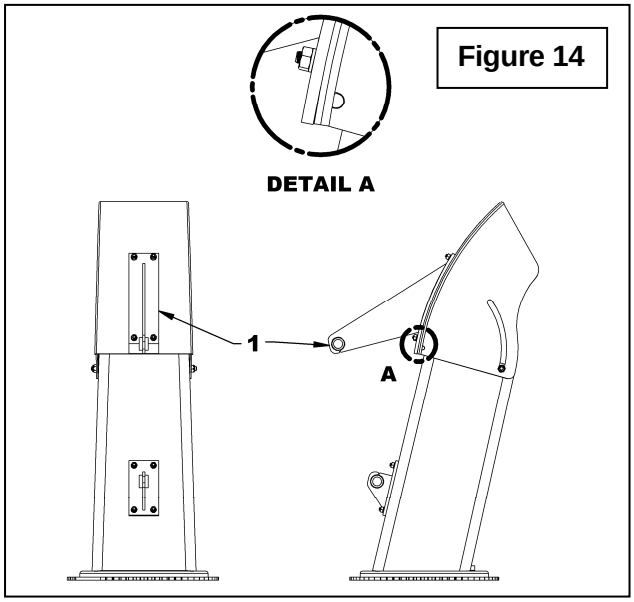

Figure 14
3. **Figures 14 & 16:** Place the deflector bracket (item1) on center of chute deflector (item 2), flush with bottom edge of deflector (detail A). Using this bracket as a template, drill four 9/32" holes in deflector.